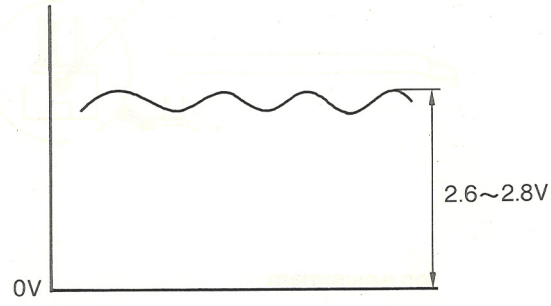

Fig. 10
3. Play a record and adjust VR01 (100 K-B), so that the peak value of the DC element becomes 2.6 ~ 2.8V. (Fig. 10)